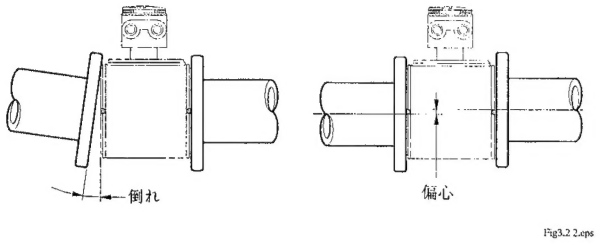

図3.2.2　隣接管の倒れおよび偏心
(1)配管に倒れや偏心があったり、あるいは面管寸法が許容値に入っていない場合には、検出器を取付ける前に必ず修正してください(図3.2.2参照)。